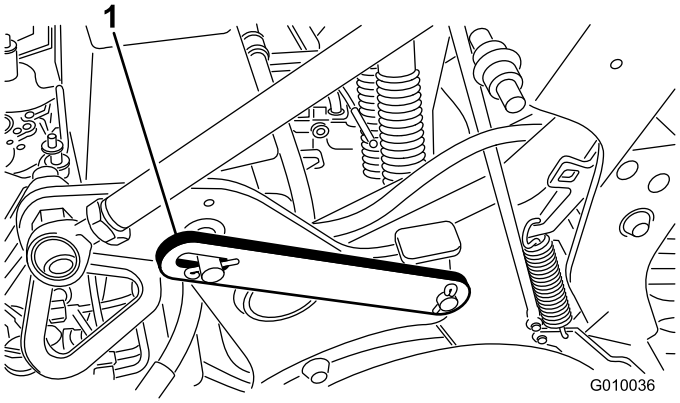

Figur 21
2. Ta bort klämringen som fäster servicespärren i förvaringsläget (Figur 21).